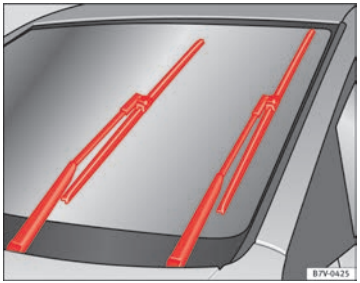

Fig. 129 Windscreen wipers in service position
– Turn ignition on and off and then (before approx. 9 sec.) move the windscreen wiper lever to the intermittent wipe position. The windscreen wipers will move to the service position ⇒ Fig. 129.